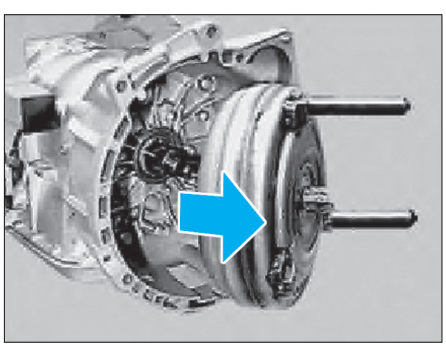

Fig. 19
• Extraire le convertisseur de couple et le poser à la verticale **(Fig.19)**.
Si le convertisseur à été mal monté, le toc de l'impulseur risque d'être endommagé lors du bridage de la boîte sur le moteur (Fig.19).